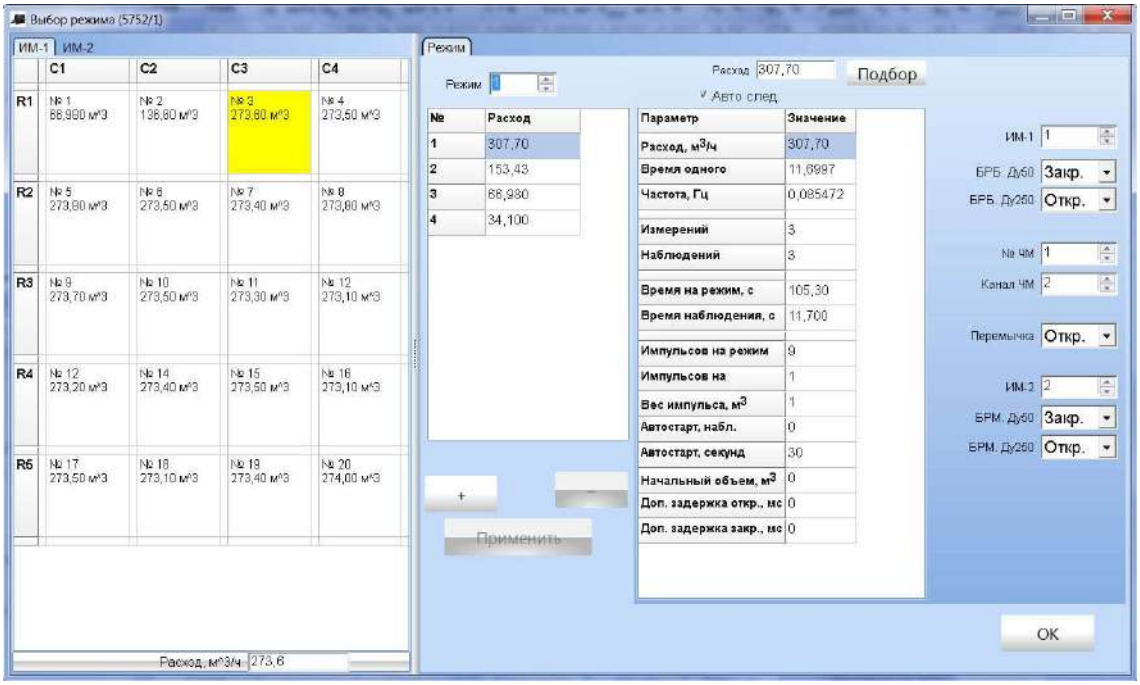

Рисунок 40 – *Окно задания режимов по расходу*
7.3.4.15 Перейти во вкладку «Режим». При этом открывается окно (рис.40), в котором можно либо задать необходимое значение расхода и задействованный набор сопел будет подобран автоматически, либо вручную указать нужный набор сопел. Номенклатура задействованных сопел подсвечивается желтым цветом. В этом же окне увеличивается количество режимов (измерений) и указываются дополнительные настройки режимов.